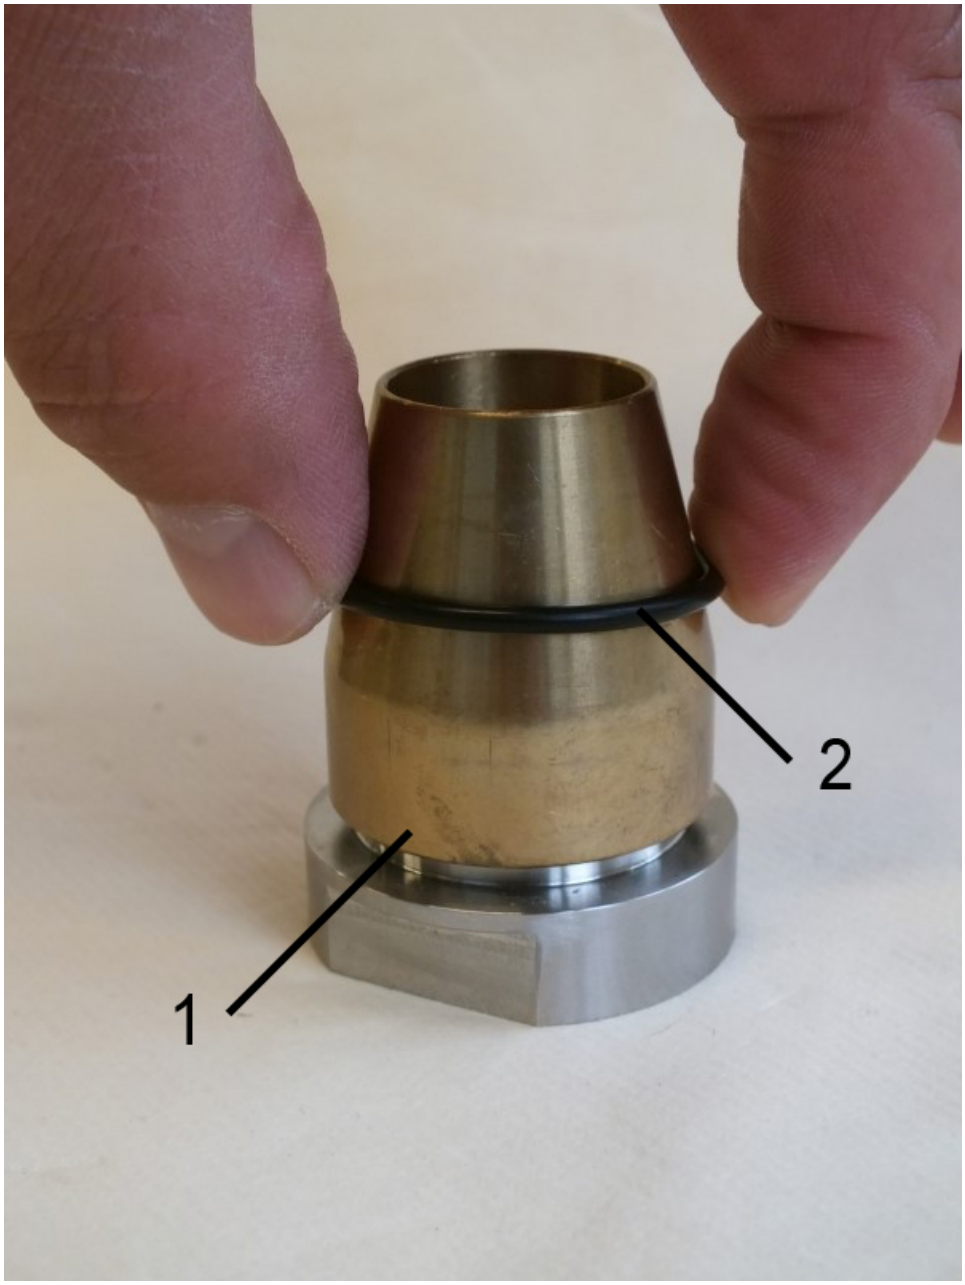
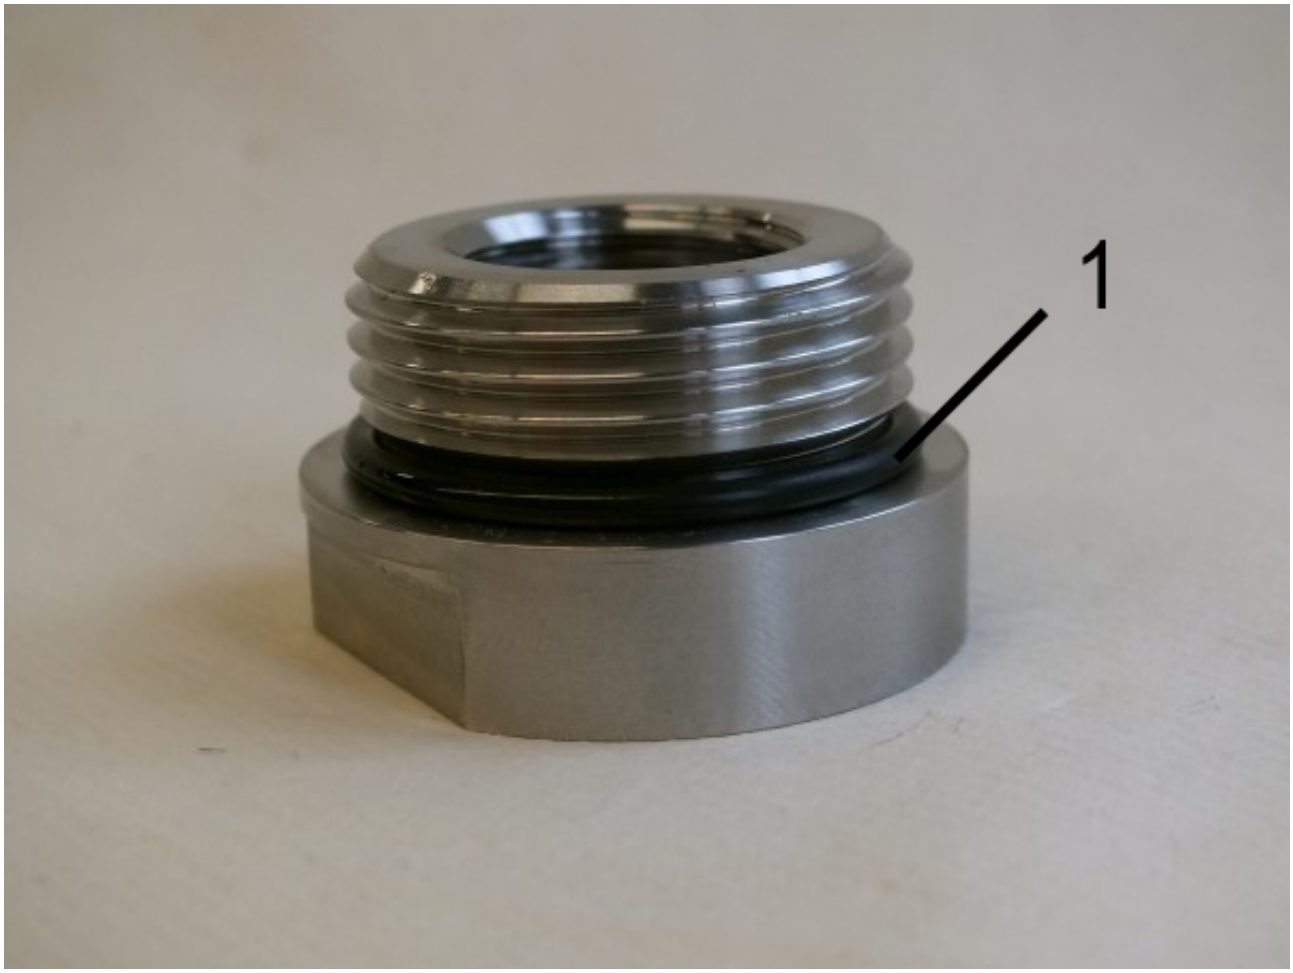

Fig. 52: O-ring (seal)
Fig. 53: Properly positioned O-ring
1. Carefully install the O-rings (*Fig. 52*/2) with the aid of the O-ring installation tool (*Fig. 52*/1) onto both process connections (inlet and outlet), so that they are properly seated in the O-ring grooves of the process connection (*Fig. 53*/1). When doing so, be careful not to overstretch the O-rings.
2. Position the O-ring properly on the process connection (*Fig. 53*/1).